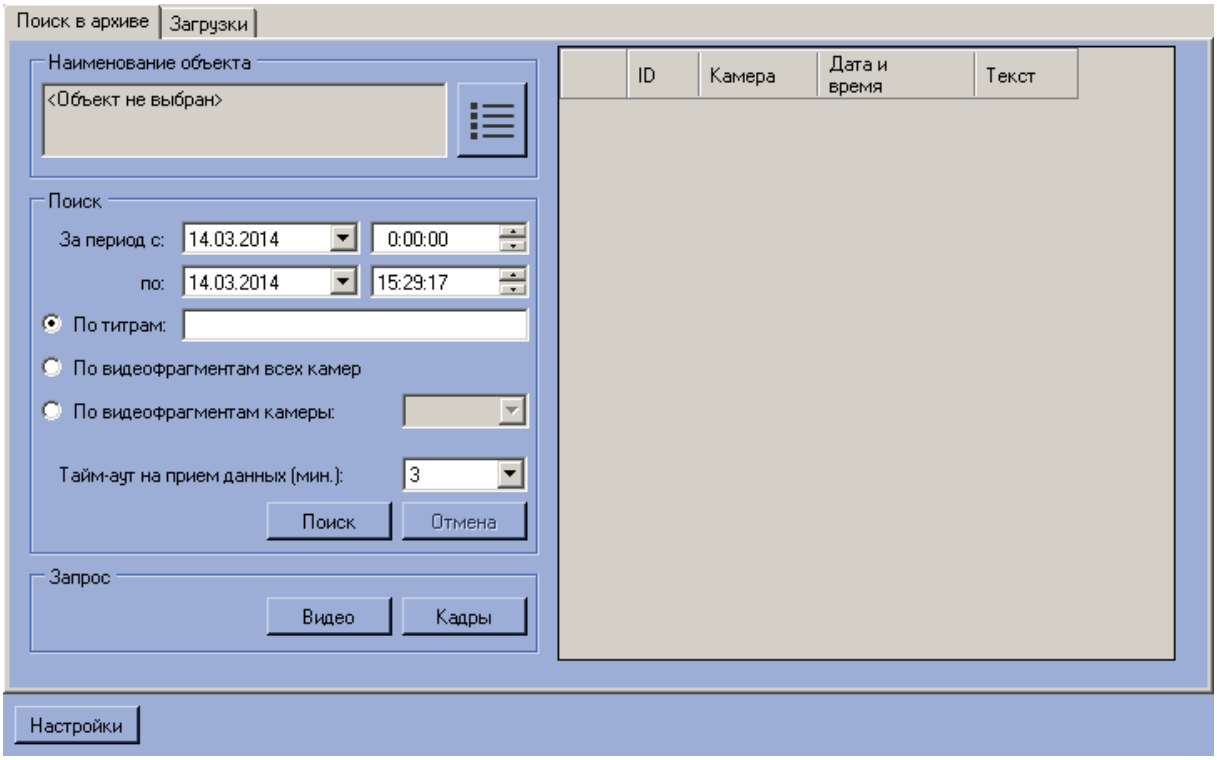

Рис. 5.2—1 Поиск в архиве
1. Визуализировать компонент **Поиск в архиве** (Рис. 5.2—1)